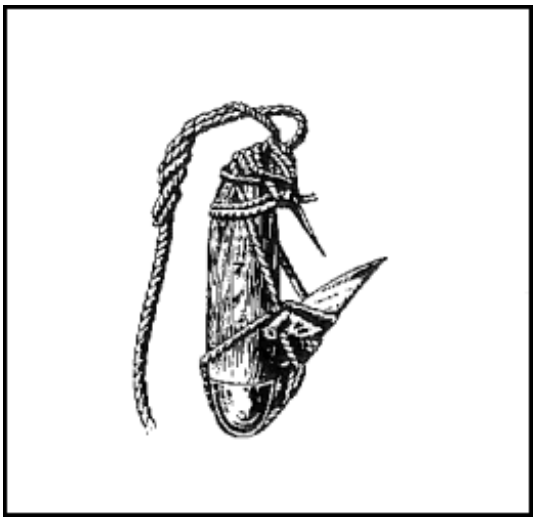

Figure 10-38. Fishhook Made From a Jackknife
- A jackknife can be made into a large fishhook. Wedge the blade open with a piece of wood and tie as shown in Figure 10-38.